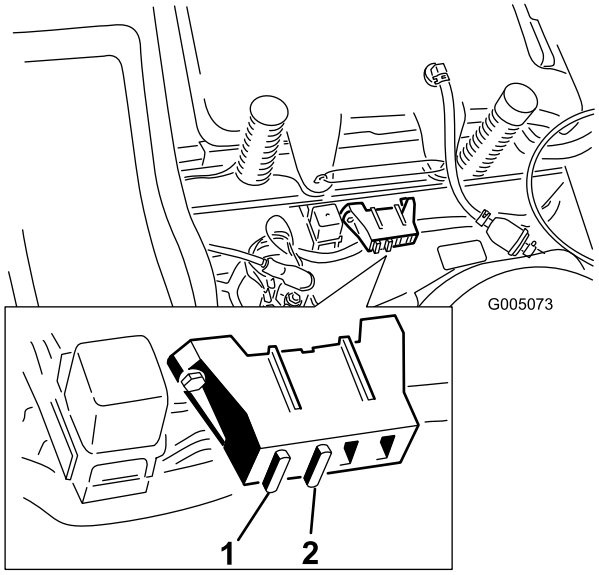

Bild 40
1. Heben Sie den Sitz an, um die Sicherungshalter zugänglich zu machen (Bild 40).
2. Ziehen Sie die Sicherung zum Wechseln heraus (Bild 40).